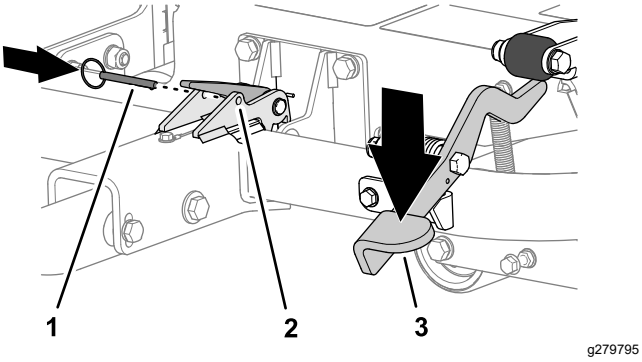

Figura 20
3. Premete il pedale dell'attacco in modo che l'attacco si blocchi in posizione (Figura 20).
4. Inserite il perno di bloccaggio attraverso i fori nel dispositivo di fermo (Figura 20).